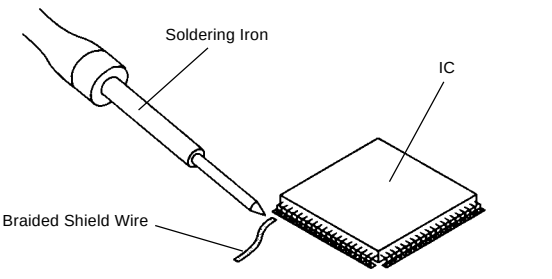

Fig. 5-7
3. Absorb the solder left on the lead using the Braided Shield Wire. **(Refer to Fig. 5-7.)**